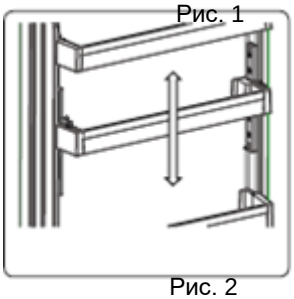

Рис. 2
- Установите полочку на нужной высоте, перемещая ее вверх и вниз. Когда полочка будет находиться в желаемом положении, отпустите фиксаторы, расположенные по бокам (рис. 2). Перед тем как отпустить полочку, нажмите на нее вверх и вниз, чтобы убедиться, что она зафиксирована на месте.